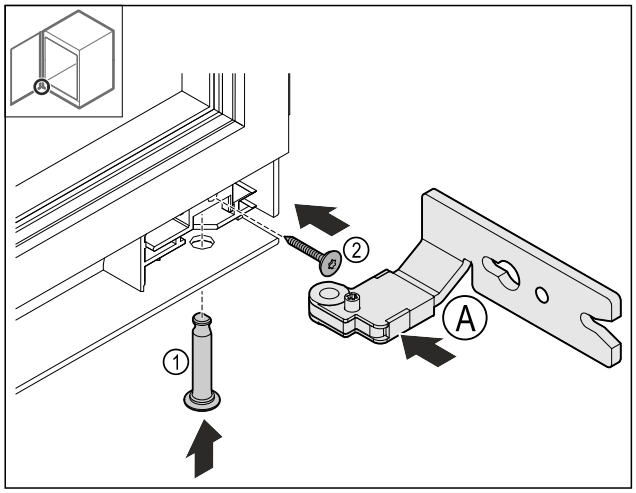

Fig. 27
▶ Insert the lower hinge *Fig. 27 (A)*.
▶ Insert and hold the bolt in place *Fig. 27 (1)*.
▶ Screw the screw *Fig. 27 (2)* tight.